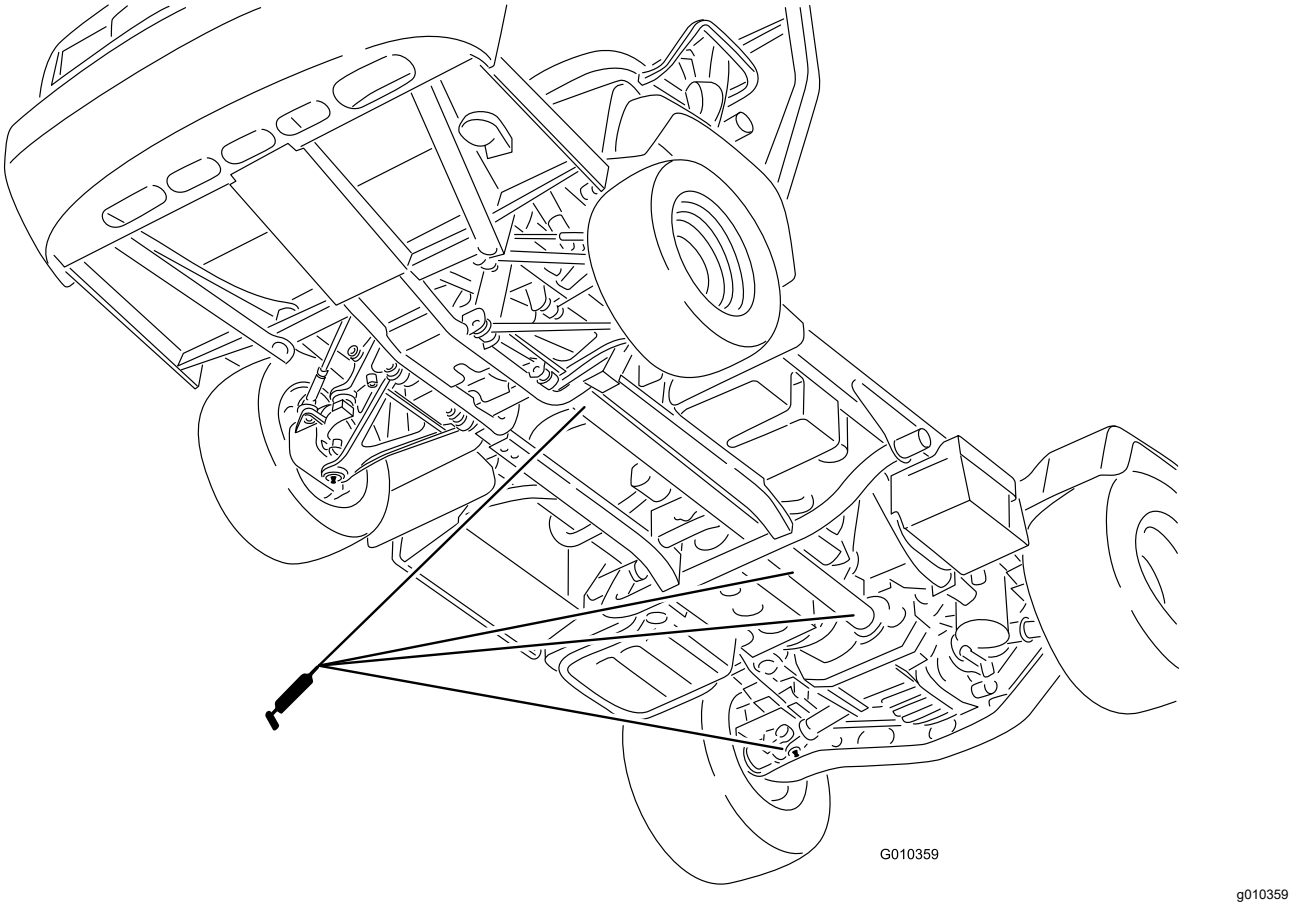

Figur 32
- **U-led (18)**, se Figur 32
- **Drivaxel för fyrhjulsdrift (3)**, se Figur 32